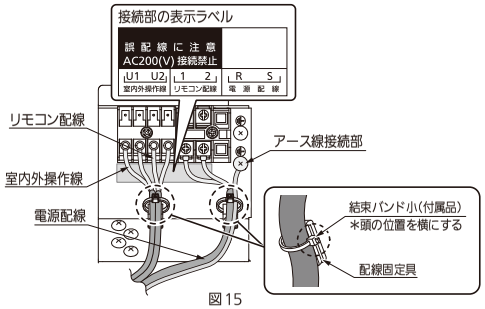

図 15
- このとき、電源配線は端子接続部に張力が加わらないように、配線固定具に結束バンド小（付属品）を通し、しっかりと固定してください。固定は必ず被覆部分で行ってください。（図 15）